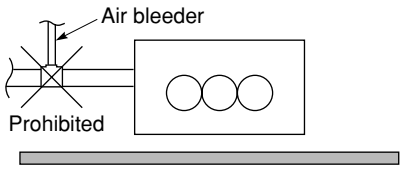

**Fig. 3-65**
- **Do not install an air bleeder as this may cause water to spray from the drain pipe outlet. (Fig. 3-65)**